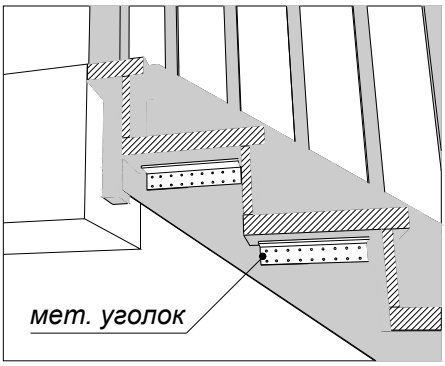

Рисунок 6 – Крепление ступеней
4.3 Крепление ступеней к тетивам осуществляется с применением металлических уголков (рисунок 6).